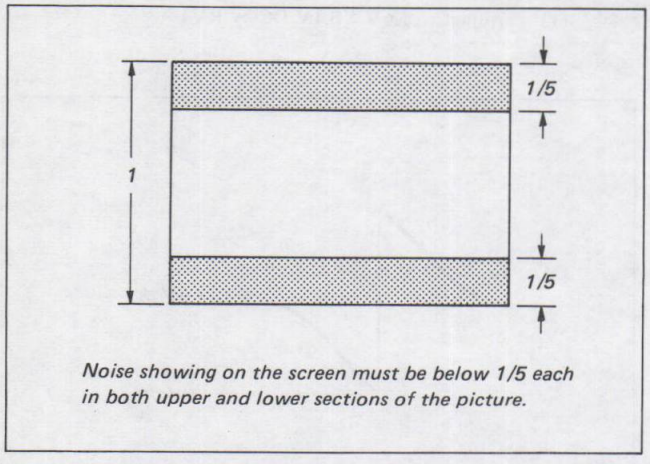

Fig. 5-22. Capstan motor drive adjustment
(3) There shall be no noise in the 1/10 FWD slow motion mode. Make sure that noise in the 1/5 REV slow motion and 1/10 RVS slow motion modes is within the range shown in Fig. 5-22.)